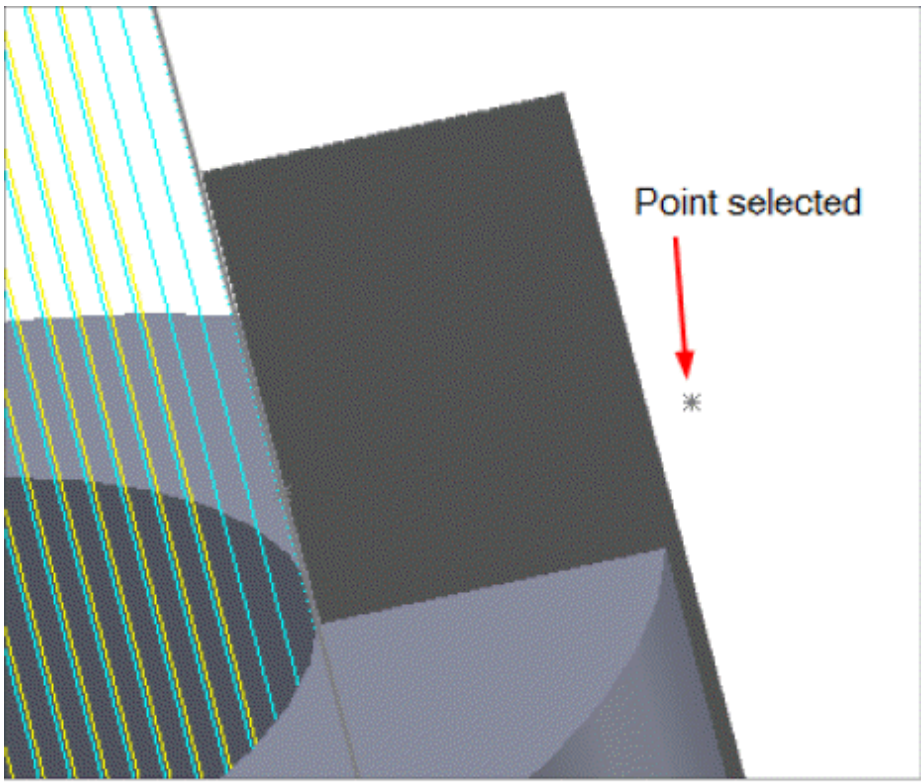
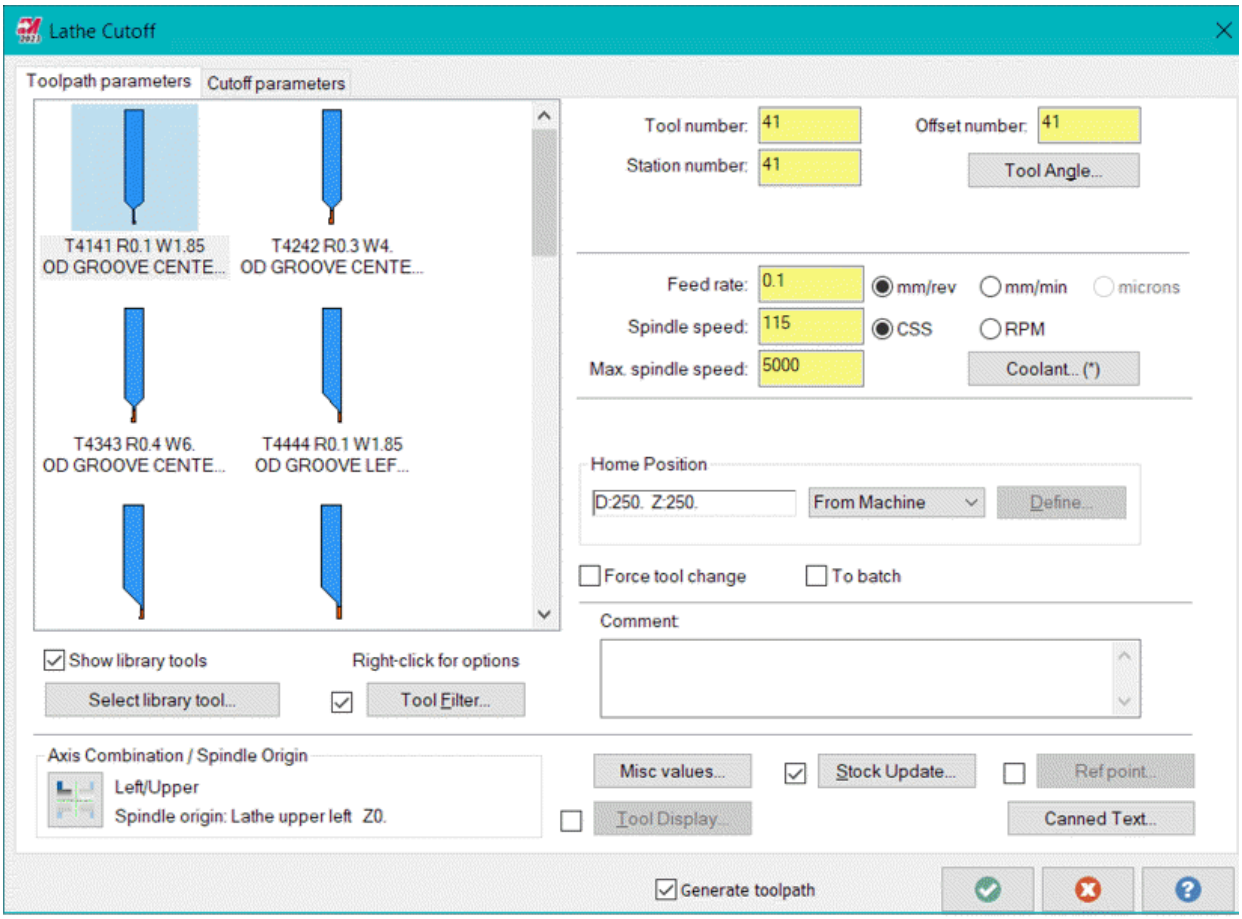

Figure-58. Point selected for cutoff
Figure-59. Lathe Cutoff Properties dialog box
- Select a point for performing cutoff operation; refer to Figure-58. The **Lathe Cutoff** dialog box will be displayed; refer to Figure-59.